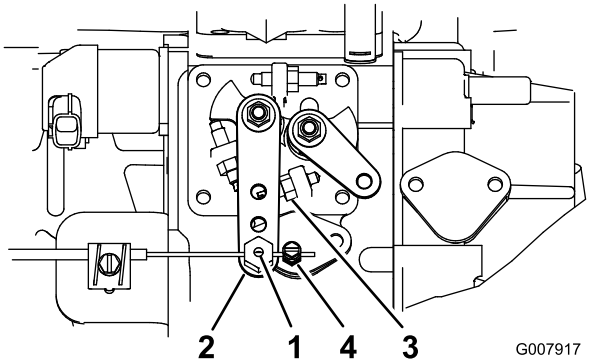

Figur 56
2. Løsne gasskabelkontakten på gasskabelen, ved siden av innsprøytingspumpespaken (Figur 56).
3. Hold innsprøytningspumpens spakarm mot høy tomgangsstopp (Figur 56).